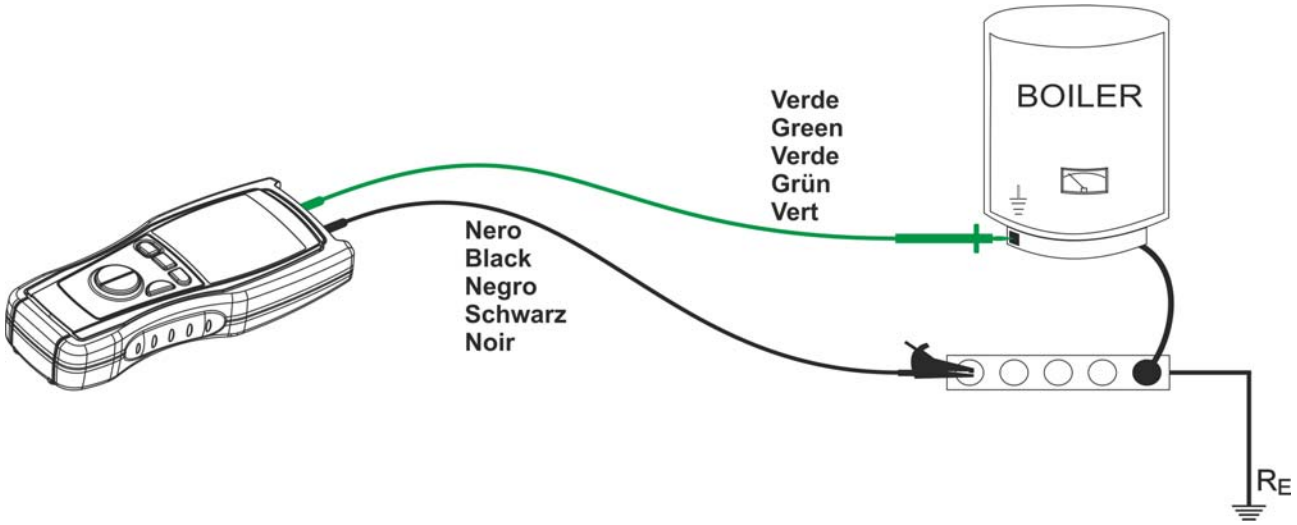

Fig. 9: Connection of the instrument's terminals during test
7. Connect the instrument's terminals to the ends of the conductor on which the continuità test must be performed (see Fig. 9)